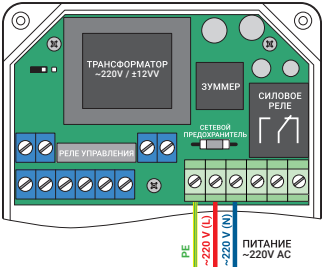

Рис. 4 Схема подключения кабеля питания 220 В к блоку управления
5.1 Рис. 4. Схема подключения кабеля питания к блоку управления. Клеммы для подключения питания 220 вольт: L – фаза 220 В; N – рабочий проводник; PE - защитный проводник (земля).